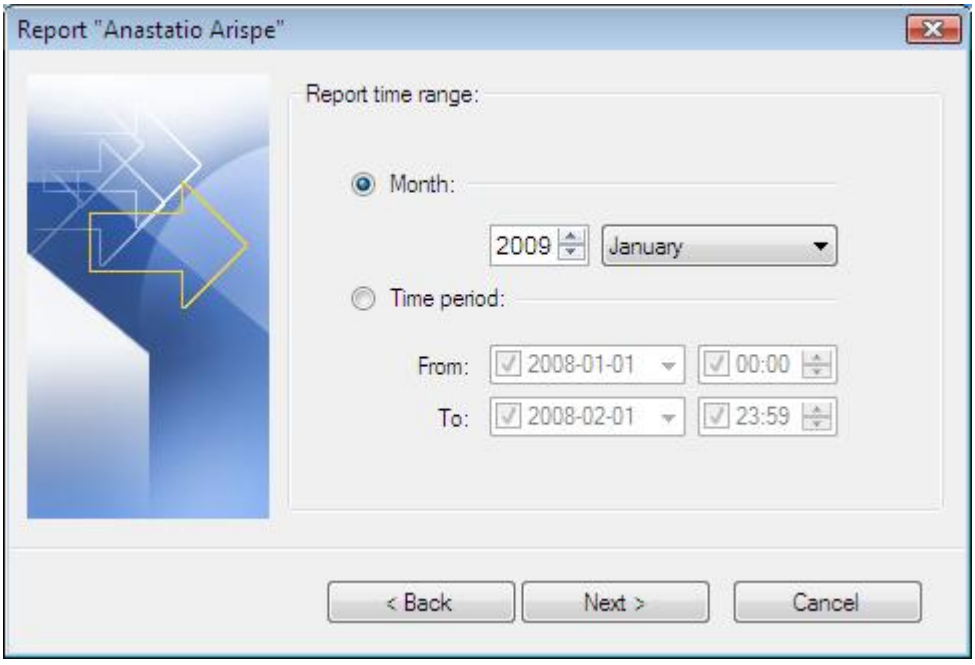

Figure 25. *Selecting time range for generating selected reports*
Step 2. Choose period, for which the reports selected are to be prepared (Figure 25).